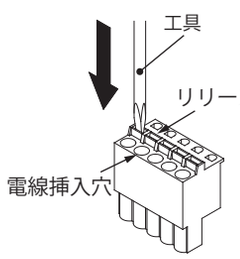

図5
2. 電線を接続する端子のリリースボタンをマイナスドライバーなどの工具を利用して押し込んでください。（図 5）